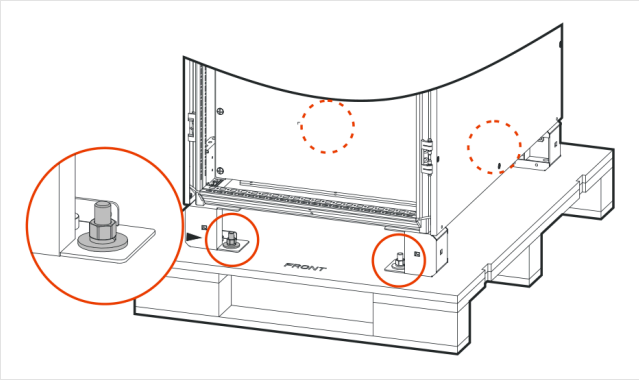

FIGURA 3-5 Bulloni che fissano l'armadio al pallet (cerchiati)
5. Svitate con una chiave i bulloni che fissano l'armadio al pallet (Figura 3-5).
4. Portate il combiner sopra i tasselli (forche del carrello dal lato). Montate le rondelle elastiche e piane e serrate i dadi. È fissato al suo pallet con gli stessi bulloni dell'armadio (Figura 3-5).